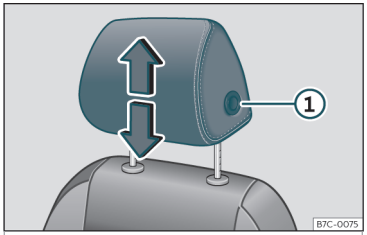
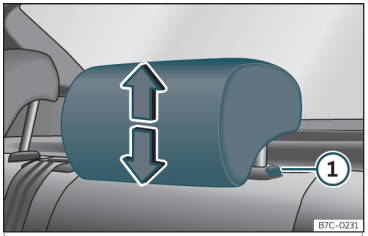

Fig. 103 Scaunul față: reglarea tetierei.
Fig. 104 Tetiera spate: reglarea tetierelor.
- Apucați cu ambele mâini părțile laterale ale tetierei și împingeți în sus în poziția dorită. Pentru a coborî tetiera, repetați aceeași acțiune, apăsând butonul ① ››› **fig. 103** ››› **fig. 104** de pe partea laterală.
• Apăsați butonul lateral>>> **fig. 103** ① și demontați tetiera.